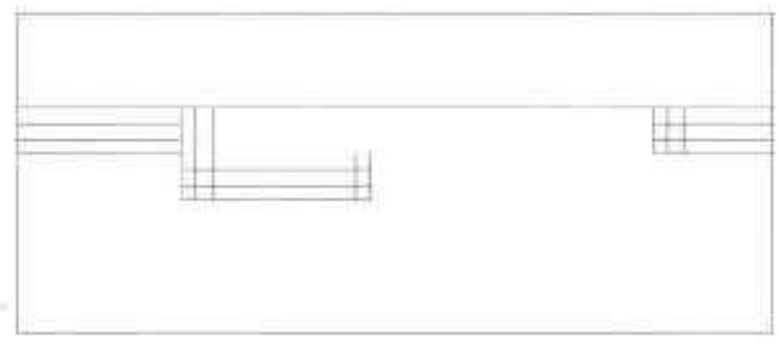

图19-123 偏移图形
Step 06 执行“偏移”命令，将石膏板偏移 12mm，将木工板偏移 18mm，如图 19-123 所示。